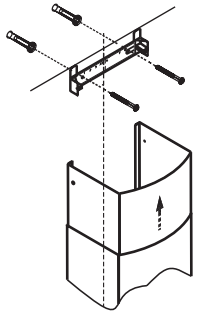

РИС. 6
- приложите кронштейн к стене, как показано на рис.6;